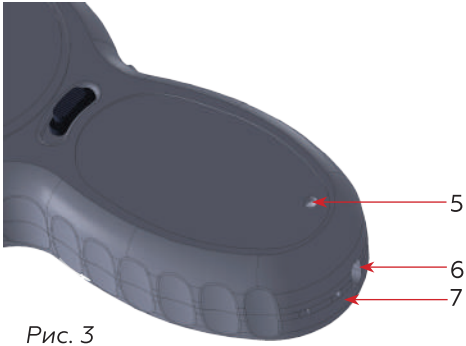

Рис. 3
1.3.4 В задней части корпуса ЭШУ находятся (Рис. 3):
- световой индикатор работы изделия (5).
- зарядное гнездо (6) для подключения к ЭШУ шнура сетевого зарядного устройства.
- отверстие (7) под темляк.